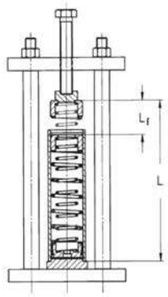

Fig. 7 – Spring unloading tool
The equipment shown in Fig. 7 is necessary for unloading or preloading the springs to enable the spring return unit to be dismantled and assembled. Table 3 shows the compression force, free height and preloading travel necessary. In addition, the tool shown in Fig. 13 is necessary for fitting the piston into the spring-return unit in size 1-3 actuators
4 Secure the spring-return unit in the spring unloading tool (Fig. 7). The spring guide (26) should be in contact with the push-rod of the tool. If necessary, place a protective plate under the push-rod.
2 Fit a new spring piston assembly (21, 22, 23). For sizes 1-3, the special tool shown in Fig. 7 which serves as a "shoe horn" is necessary for assembly. The best results will be achieved by replacing the entire spring piston. If only the faced O-ring (23) is replaced, first carefully remove the old ring and then thoroughly clean the groove. Then place the sliding part of the ring in water at 60°C for 3-4 minutes.
3 Fit the locking ring (27) into the groove in the cylinder, and then push the spring piston against it so that the locking ring will be locked by the piston (see Fig. 7).
5 Place the unit in the spring unloading tool shown in Fig. 7.